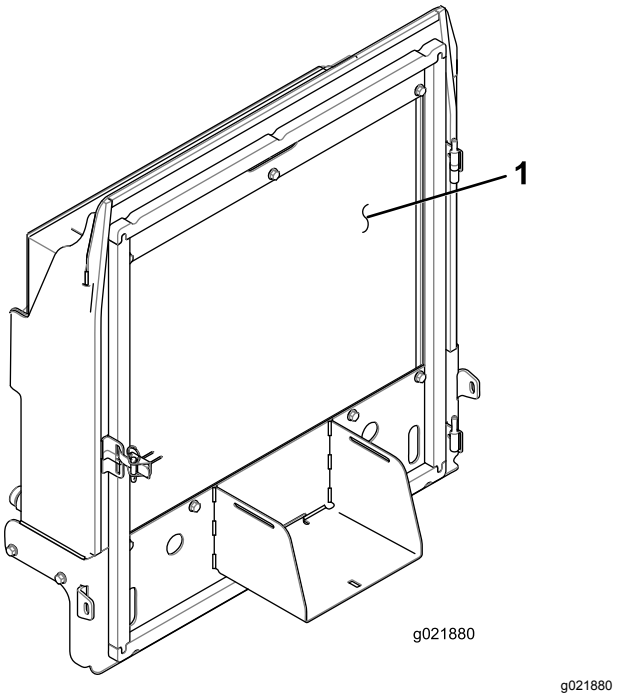

Figur 83
4. Rengør begge sider af kølergitteret og køleren/oliekøleren grundigt med trykluft (Figur 83).